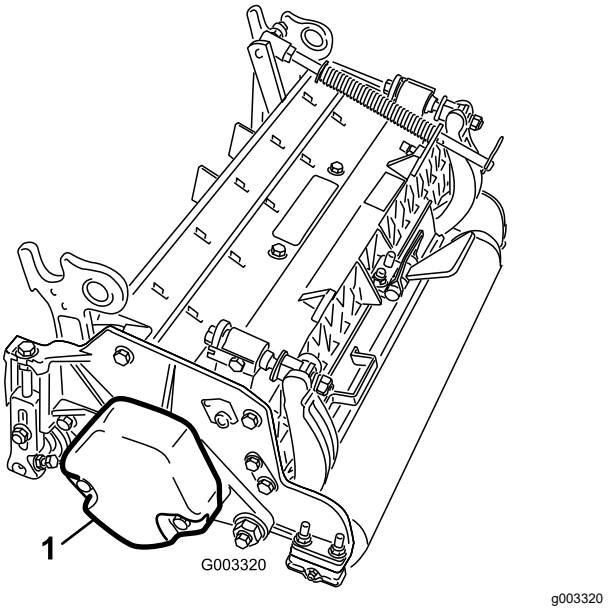

**Рисунок 9**
5. Убедитесь, что противовес (Рисунок 9) установлен с соответствующего конца режущего блока, как описано в *Руководстве по эксплуатации* режущего блока.